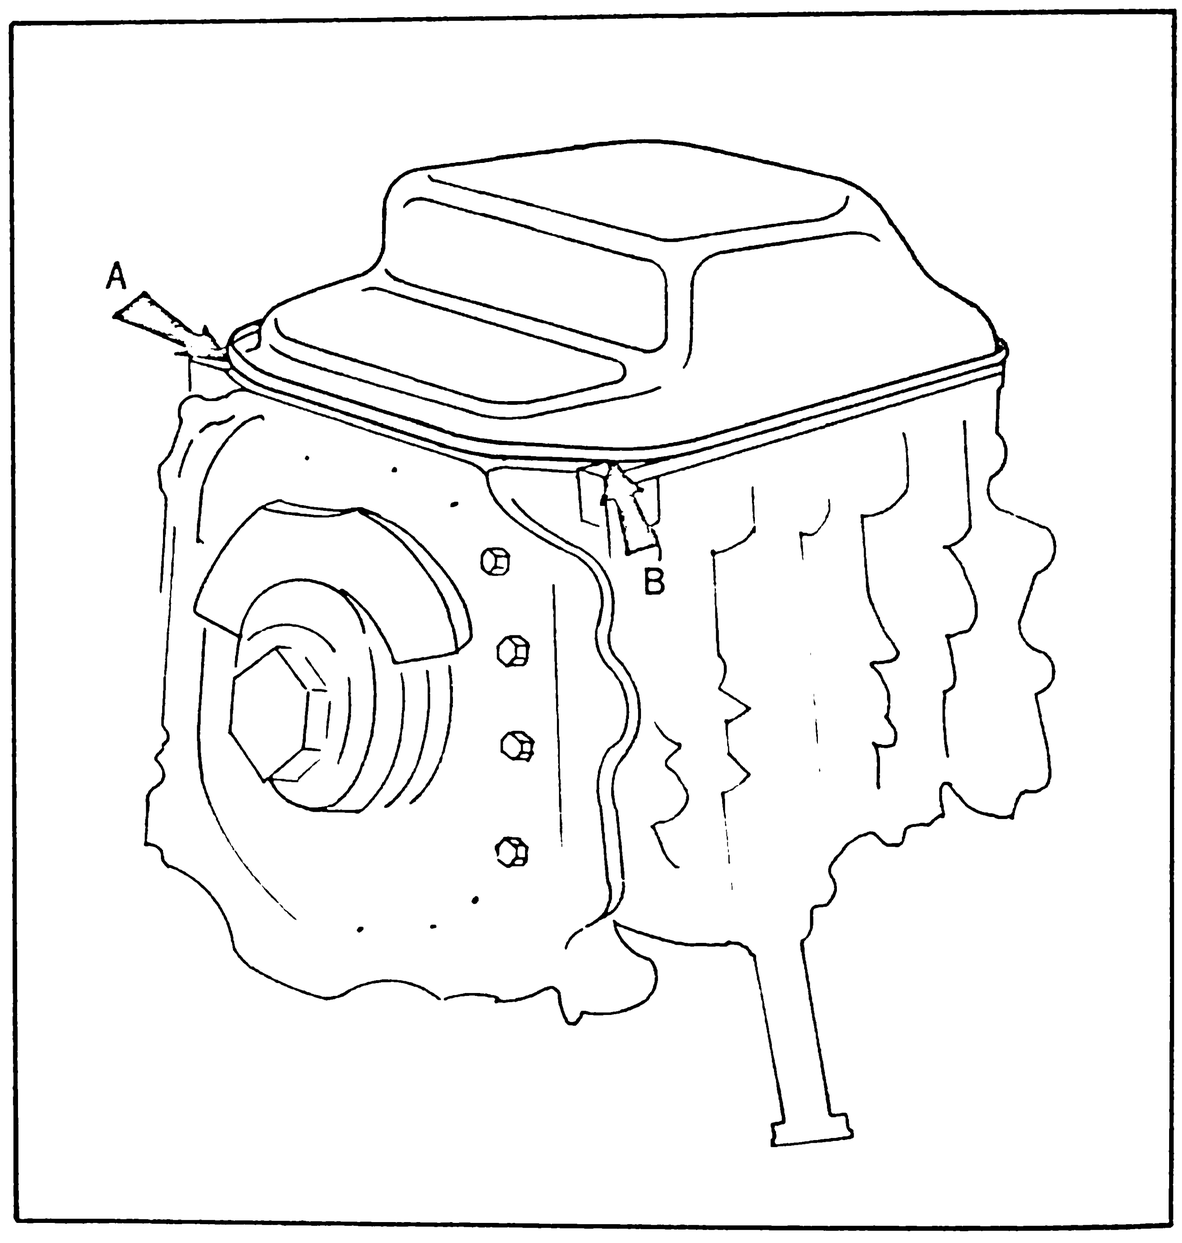

Fig. 3-3 Removing oil pan
2. Insert the screw driver between the oil pan and the housings (the position A and B shown in Fig. 3-3) and pry off the oil pan.